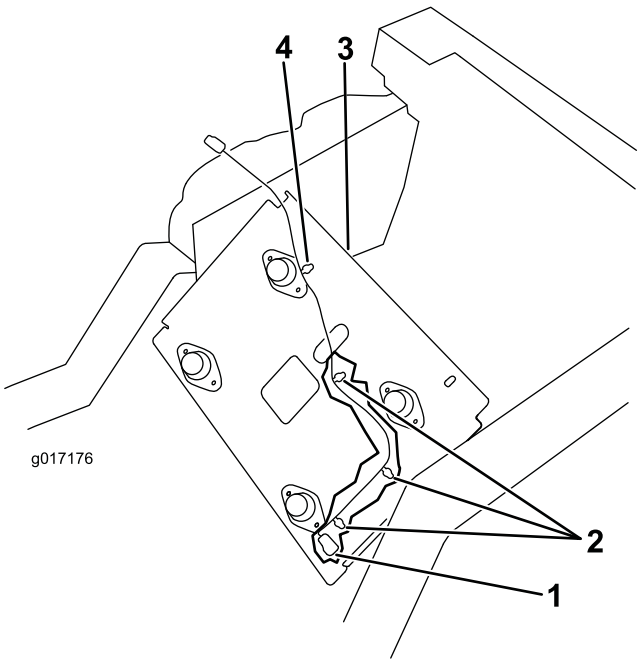

Figur 6
3. Anslut det nya kablaget till traktorenhetens kablage (Figur 6).
4. Sätt kablageklämmorna (3) i hålen på sätesplattan (Figur 6).
5. Styr kablaget genom hålet i sätessockeln och sätt de kvarvarande kablageklämmorna i hålet på sätessockeln (Figur 6).